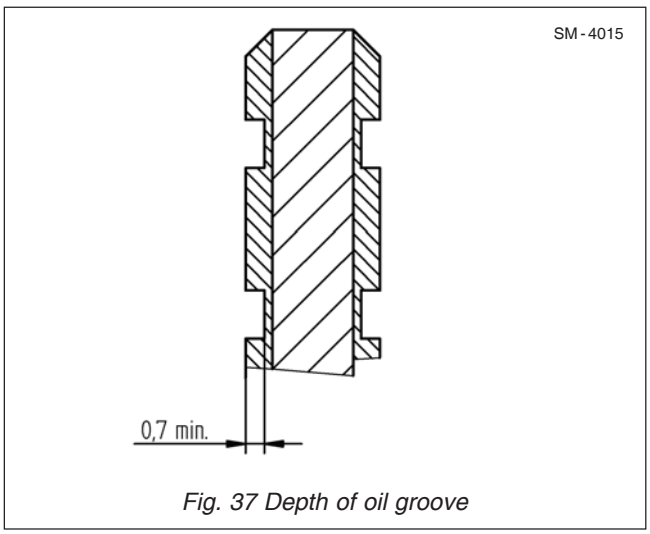

Fig. 37 Depth of oil groove
14. Check also the depth of the oil groove in the coating area. the depth has to be 0.7mm. If the dept is less than 0.3mm, the disks must be replaced. Refer to Fig. 37